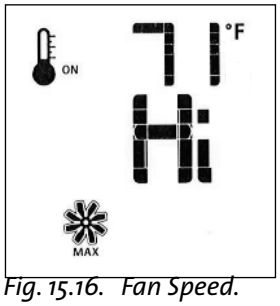

Fig. 15.16. Fan Speed.
- Use the Up/Down Arrow Keys to turn ON, OFF, or adjust the fan speed. Fig. 15.16. A single "beep" will confirm reception of the command. After a 5 minute interval, the fan will power up to its highest speed and then modulate down to the established fan speed setting. The fan will continue to operate for 12 minutes after the burner is turned off. Manual speed control is not available when the SMART Thermostat is ON.